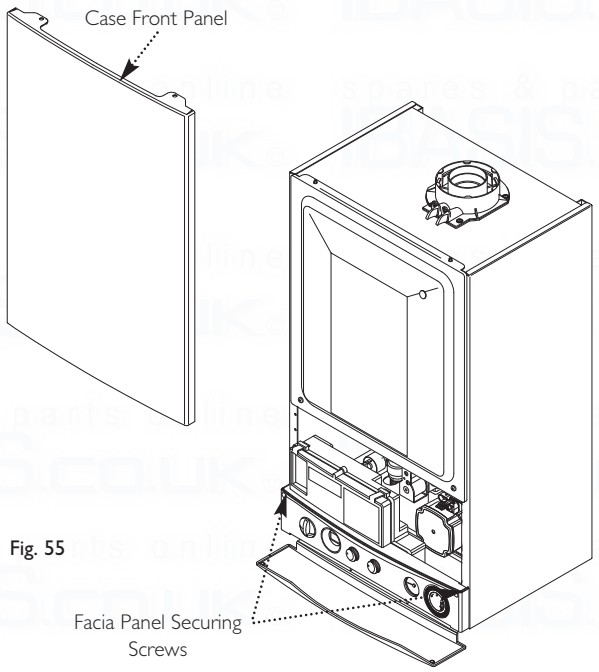

Fig. 55
3. Slacken the screws securing the facia panel. Lift the outercase panel so that its securing tabs are clear of the facia. Remove the panel, allowing the facia to hinge down (Fig. 55).